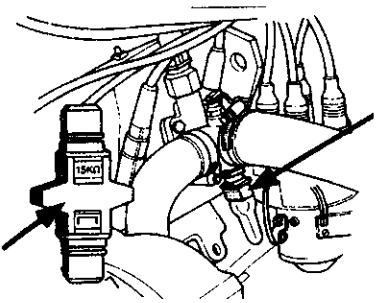

图 5—28
①按图 5—21 所示接上燃油压力测试表；
②当发动机热机以后（控制压力为 338～379kPa）使发动机熄火，等 10min 后观察燃油测试压力表的读数，其值应为 262kPa；
③如果压力表的读数低于 262kPa，则要检查燃油管路，燃油分配器，喷油器，冷起动阀和氧传感器频率阀有无问题；同时，还要检测燃油泵供油管中的残余压力，从燃油分配器和控制压力调节器拆下燃油压力表和燃油管，然后把燃油压力表接到主供油管上并确保压力表的阀门为关闭状态；用跨接线使燃油泵工作并使系统压力达到